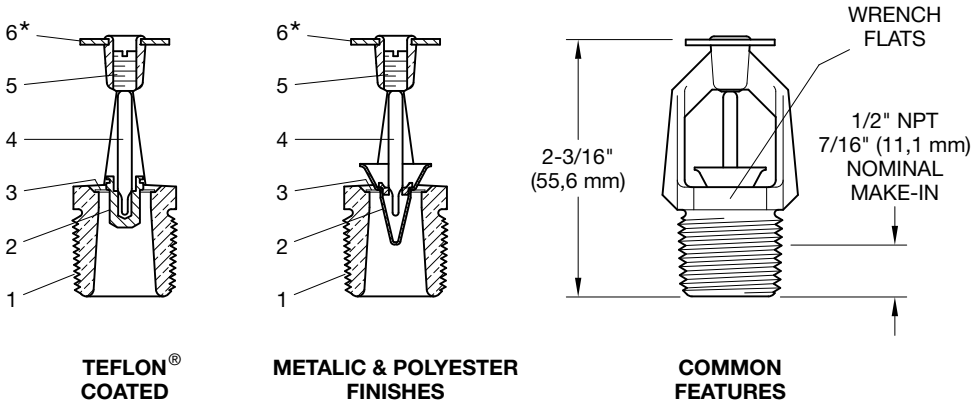
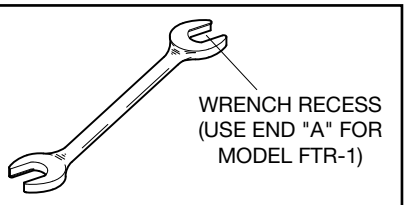

FIGURE 1
FIGURE 2
The Model FTR-1 may be installed in any orientation; however, in locations where the pilot line system is subject to freezing conditions they are to be installed in the upright position (for example, with the Identification Plate at the top as shown in Figure 1).
Note: *The FTR-1 may be installed in any orientation; however, in locations where the pilot line system is subject to freezing conditions they are to be installed in the upright position (i.e., with the Identification Plate at the top as shown in Figure 1).*
Step 2. Wrench tighten the FTR-1 using only the W-Type 6 (End A) Sprinkler Wrench. The Wrench Recess of the Sprinkler Wrench (see Figure 2) is to be applied to the FTR-1 Wrench Flats (see Figure 1).